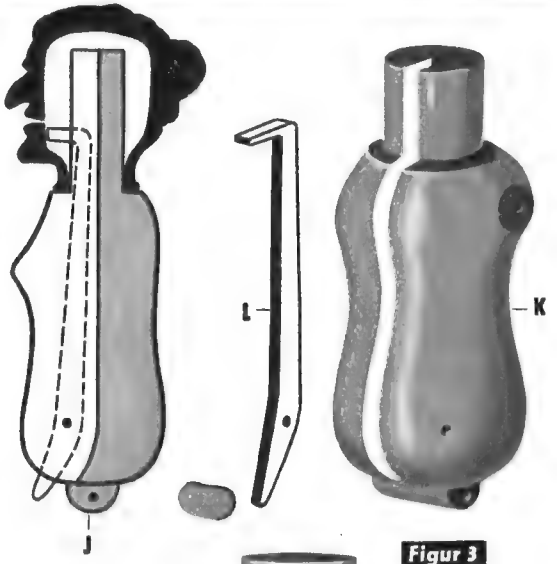

Figur 3
Wie aber bringen wir die elastischen Kunststoffköpfe zum Sprechen? — Mit einem scharfen Messer schneidet man den vorgezeichneten Mund der Puppe sorgfältig aus. Die Mundecken müssen vorsichtig herausgearbeitet werden, damit sie nicht einreißen können. Nun bildet der Mund eine Art 'Klappe', die sich (siehe Figur 3) mit dem eingebauten Sprechhebel von innen leicht aufdrücken läßt.
Bevor wir aber nun diesen Sprechhebel in die Puppe einmontieren können, müssen wir mit dem Fuchsschwanz eine 5 mm breite Nut in den Rumpf einsägen, und zwar bis zur Mitte des Körpers (Figur 3). Danach wird der Rumpf von der Seite her mit einem dünnen Bohrer durchbohrt und in das Loch ein langer, stramm sitzender Achsstift eingepaßt. Der Sprechhebel, den man auf diesem Stift lagert, hat die Form eines Greifers. Er muß sich spielend leicht bewegen lassen und genau bis zur Unterlippe des Mundes reichen. Drückt man nun unten auf den Hebel, öffnet die Puppe automatisch den Mund. Beim Loslassen des Hebels schließt er sich von selbst wieder, weil er ja elastisch ist. Auf der Filmleinwand entsteht später der Eindruck, als würde die Puppe tatsächlich sprechen. Um die Finger zu schonen, klebt man ein kleines Plättchen (M) aus steifer Pappe mit Uhu-hart auf das Hebelende. Klar, daß die Figuren bei den Sprechszenen in Großaufnahme gefilmt werden, damit man den wippenden Finger nicht sieht!